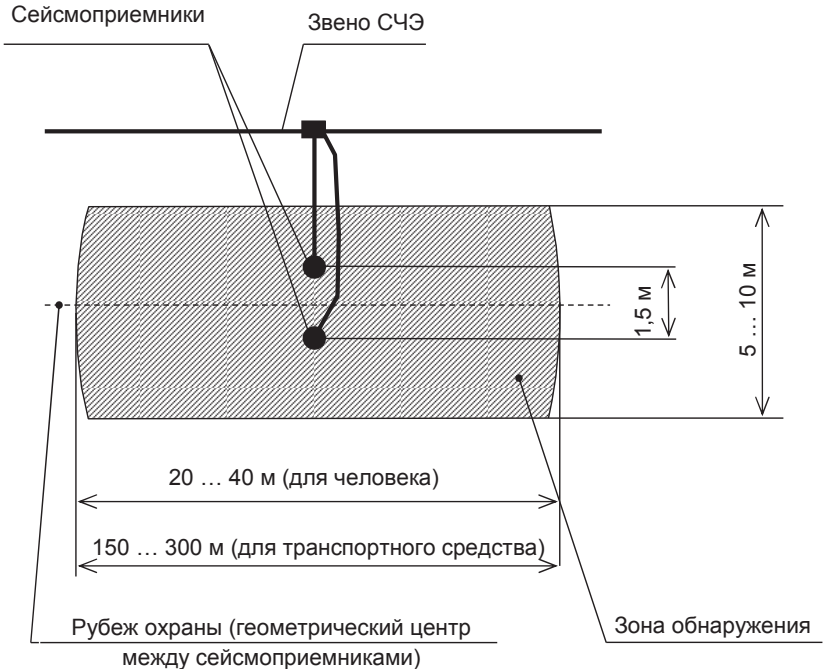

Рисунок 2.1 – Зона обнаружения одного звена СЧЭ
2.1.3 Зона обнаружения одного звена СЧЭ (рисунок 2.1) – область на поверхности грунта шириной от 5 до 10 м и длиной от 20 до 40 м (для человека) и от 150 до 300 м (для транспортного средства), пересечение которой нарушителем приводит к формированию изделием сигнала срабатывания.